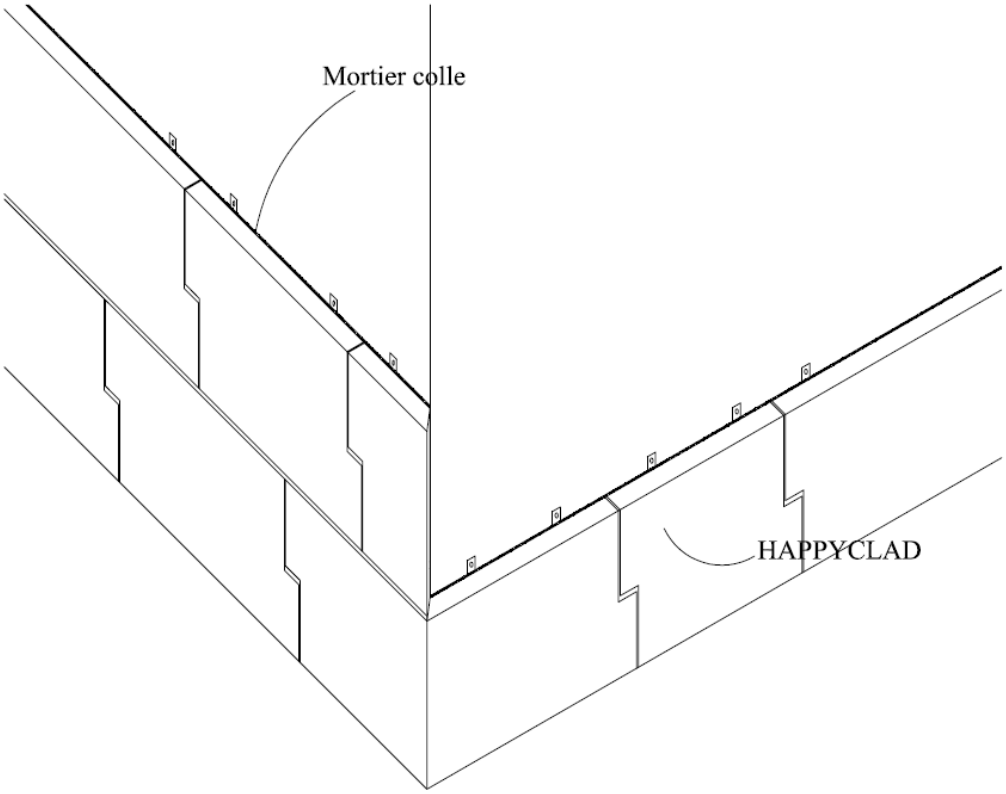

Figure 10 – Angle sortant avec continuité de HAPPYCLAD : assemblage par coupe d'onglets
- On peut également réaliser une coupe d'onglet sur une des extrémités des éléments HAPPYCLAD (figure 10).